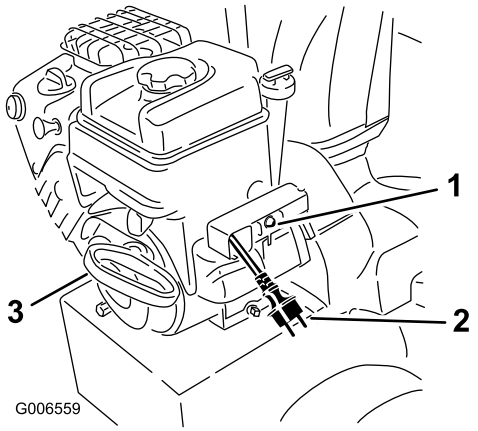

Rysunek 26
7. Uruchom maszynę, ciągnąc za rozrusznik linkowy lub naciskając na przycisk rozrusznika elektrycznego (wyłącznie 38629) (Rysunek 26).